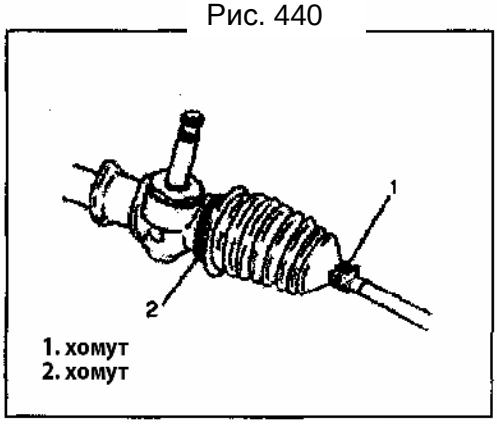

Рис. 441
4) Снимите хомуты пыльника (Рис. 441).